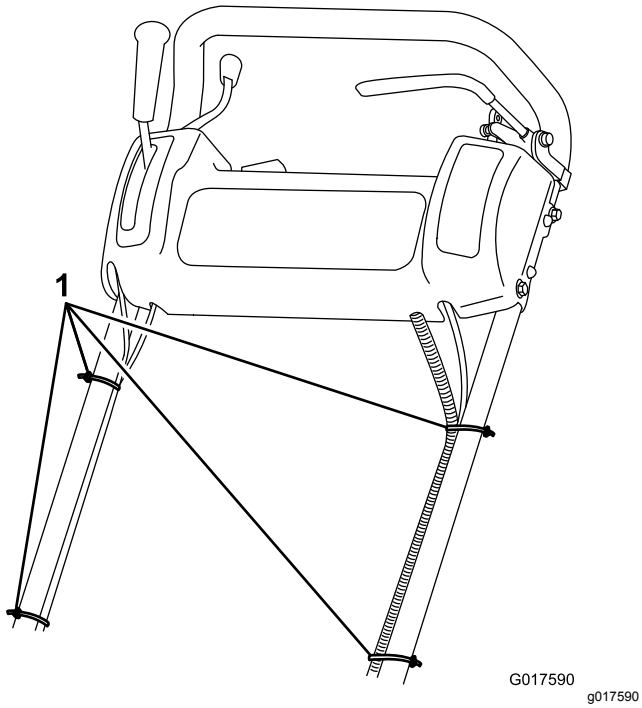

Figuur 5
7. Bevestig de kabels en de kabelboom aan de handgreep met de kabelbinders (Figuur 5).